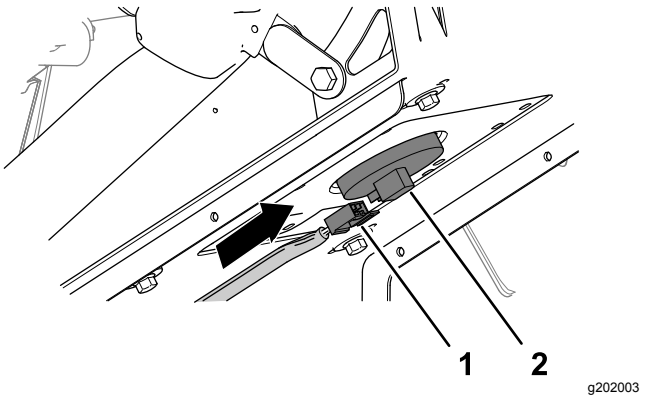

Figuur 223
6. Druk de connector met 2 contacten van de machinekabelboom in de aansluiting van de stoelschakelaar tot ze in elkaar klikken (Figuur 223).